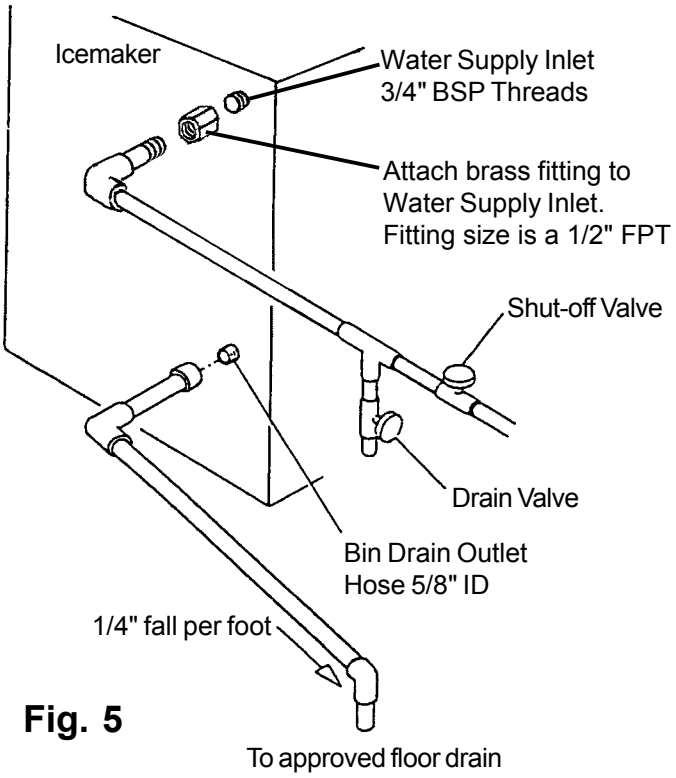

Fig. 5
* Attach the brass fitting included in the accessory bag as shown in Fig. 5. The brass fitting size is 1/2" FPT and must be connected only to a potable water supply.